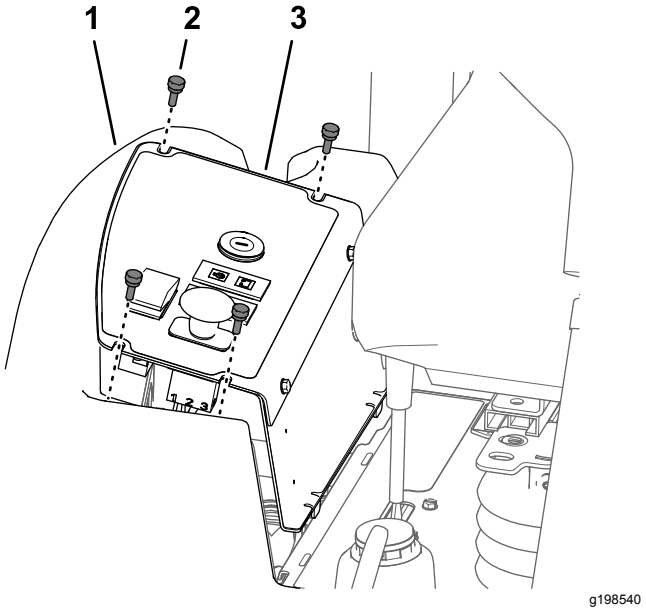

Figur 52
1. Fjern de fire fingerskruer, der fastgør kontrolpanelets plade til brændstoftanken (Figur 52).
2. Løft kontrolpanelets plade (Figur 52).
3. Tilret hullerne i toppen af kontrolpanelets plade med hullerne i flangen på brændstoftanken (Figur 52).
4. Monter kontrolpanelets plade på flangen på brændstoftanken med de 4 fingerskruer (Figur 52), du fjernede i trin 1 i Afmontering af kontrolpanelets plade (side 50).